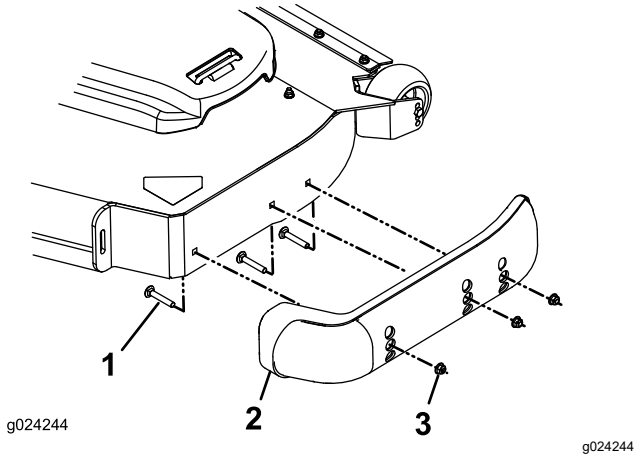

Figur 35
3. Fjern låseboltene og mutterne fra hver støtteplate (Figur 35).